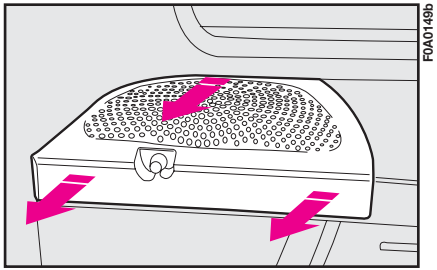
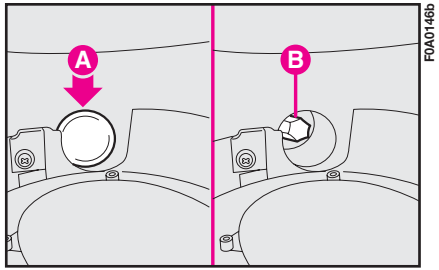

fig. 25
fig. 26
1) De l'intérieur du véhicule, enlever le couvercle en plastique **fig. 25** placé sur le logement de l'haut-parleur en insérant le tournevis au-dessous de la plastique et en le faisant glisser parallèlement à la fente, de façon à faire déclencher les 2 systèmes de retenue avant ; tirer le couvercle en plastique parallèlement au plan d'appui pour faire déclencher le système de retenue arrière; enlever ensuite le bouchon supérieur en plastique **A-fig. 26** en utilisant le tournevis dont le véhicule est doté, afin de rendre visible le boulon de fixation **B** du groupe optique.